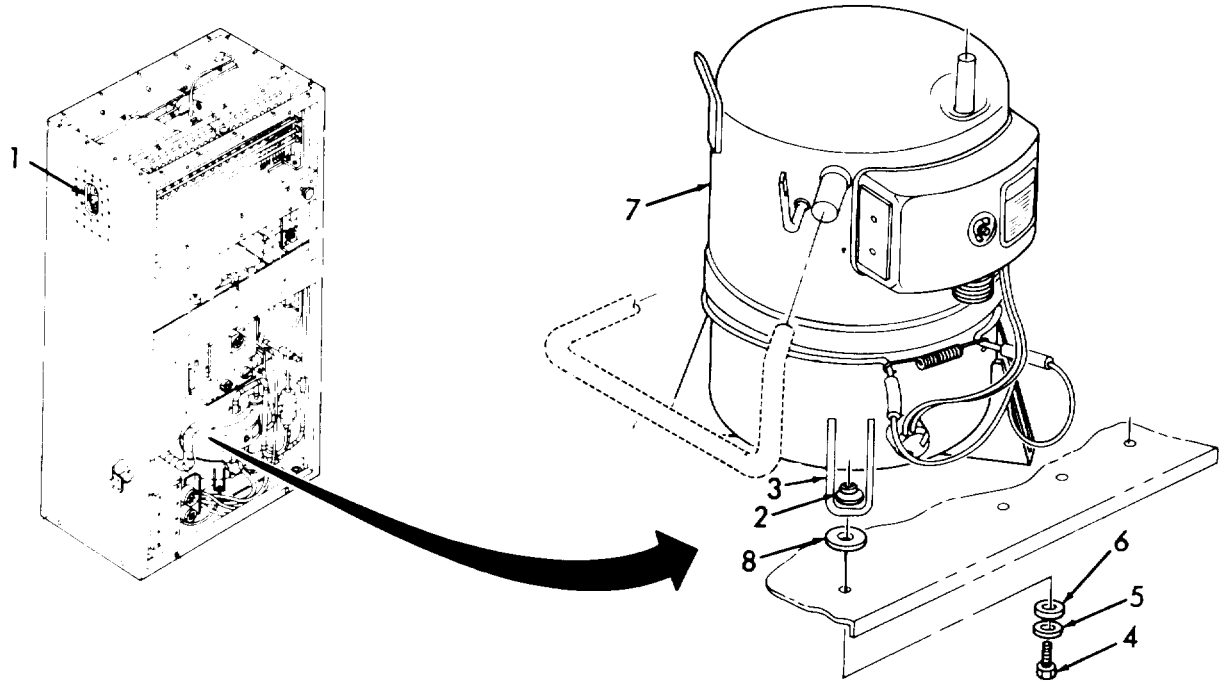

Figure 5-19. Compressor Replacement.
(12) Fill reservoir with fluorocarbon refrigerant R-11 (Appendix E, item 19) and start the pump. Continue filling the reservoir with refrigerant R-11 (Appendix E, item 19) until it begins to pour out of the return line. Continue flushing for at least 15 minutes.
(13) Reverse the pump connections, replace the filter with a new filtering medium, and backflush the system for an additional 15 minutes.
(14) Remove the pump, reservoir, filter, and filter-dryer dehydrator jumper. Place an empty container below the compressor connections, and connect a cylinder of dry nitrogen to each filter/dryer dehydrator connection in turn. Blow down each leg of the system at 50 psig (3.5 kg/cm^2) for at least 30 seconds.
(15) Disconnect the dry nitrogen cylinder. Cap or plug open connections if compressor and filter/dryer dehydrator are not to be installed immediately.
g. Compressor Installation. (Refer to Figure 5-19).